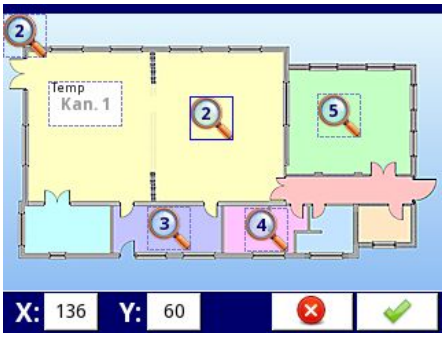

*Rys. 7.155. Przykład widoku ekranu w trybie konfigurowania trybu **SCADALite***
- **Wskaż pozycję** – przycisk odsyła do symulowanego widoku danej grupy, na którym widoczne jest wybrane tło oraz pozycje wszystkich aktywnych slotów i łącz. Pozycję łącza można wybrać dotykając ekranu w pożądanym miejscu – wskazany punkt będzie stanowił lewy górny róg wskaźnika łącza. Współrzędne punktu można również wpisać w lewym dolnym rogu ekranu. Przykładowy ekran **MultiCon CMC-N16** podczas konfigurowania trybu **SCADALite** przedstawiony został na **Rys. 7.155**.